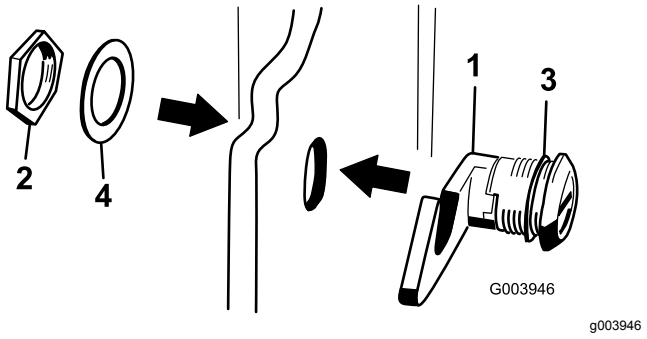

Figur 17
3. Fjern møtrikken fra motorhjelmslåsenheden (Figur 17).